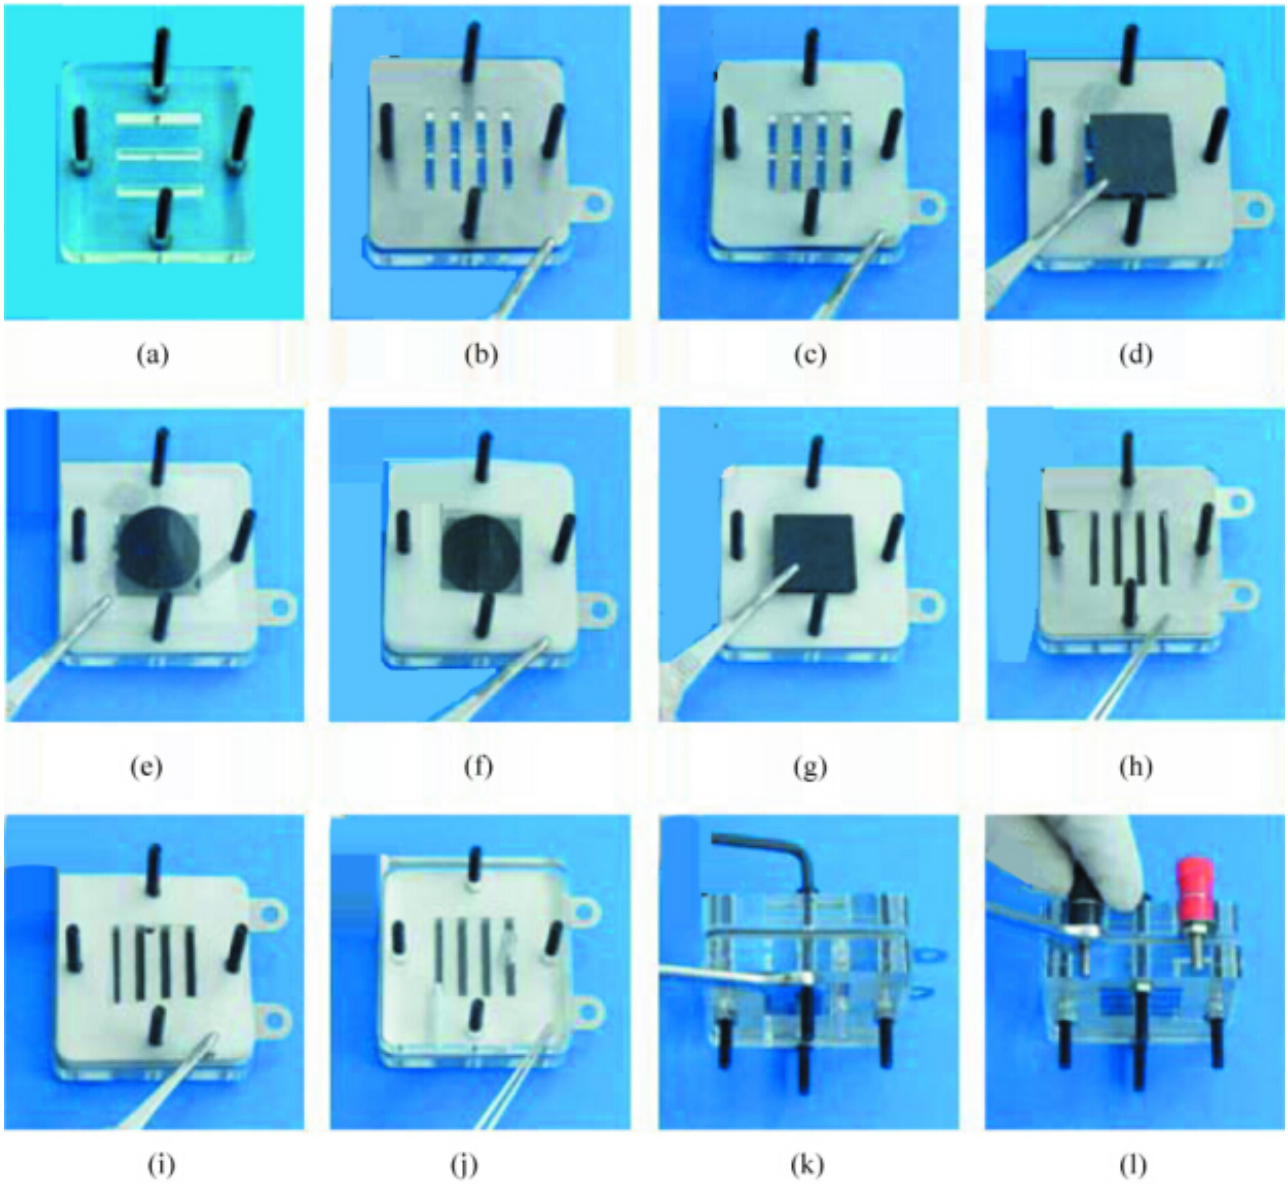

图 2　燃料电池组装流程图
(1)将4个螺丝装在有机玻璃的氧气侧端板上，见图2(a)。
(2)装上一块集流板，见图2(b)。
(3)装上一片密封垫，见图2(c)。
(4)将一碳纸放在中间部位，见图2(d)。
(5)将制备好的膜电极放在碳纸上，催化剂部分与碳纸覆盖，见图2(e)。
(6)装上另一片密封垫，见图2(f)。
(7)装上另外一片碳纸，使催化剂部分与碳纸覆盖，见图2(g)。
(8)装上另一块集流板，见图2(h)。注意此集流板的极耳和上一个集流板不在同一方向。
(9)再装上一片密封垫，见图2(i)。
(10)装上氢气端板，见图2(j)。
(11)用螺丝将电池锁紧，见图2(k)。
(12)装上电极接头，见图2(l)。